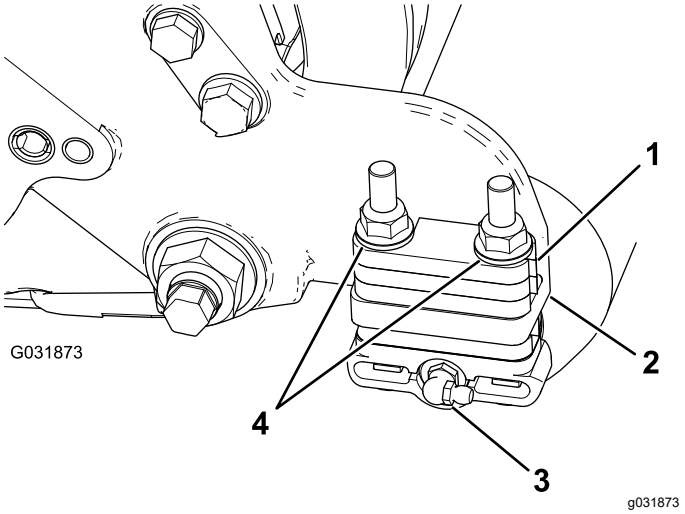

Bild 9
1. Nehmen Sie die Schmiernippel für die Rolle von der Seite des Mähwerks ab, an der das Rollenbürstengehäuse montiert ist (Bild 9).
3. Entfernen Sie die zwei Sicherungsbundmuttern, mit denen jede Rollenhalterung an den Seitenplatten befestigt ist (Bild 9).